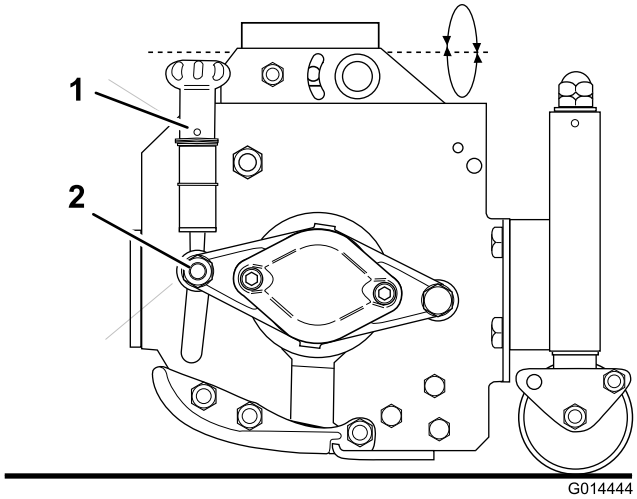

Figur 69
3. Om en justering krävs lossar du på muttern (Figur 69) ett kvarts varv i båda ändarna.
4. Vrid handhjulet (Figur 69) i båda ändarna i tur och ordning samtidigt som du roterar cylindern bakåt tills den nedre kniven får viss rörlig kontakt med cylindern längs hela dess längd.
6. Dra åt muttern (Figur 69) i båda ändarna.